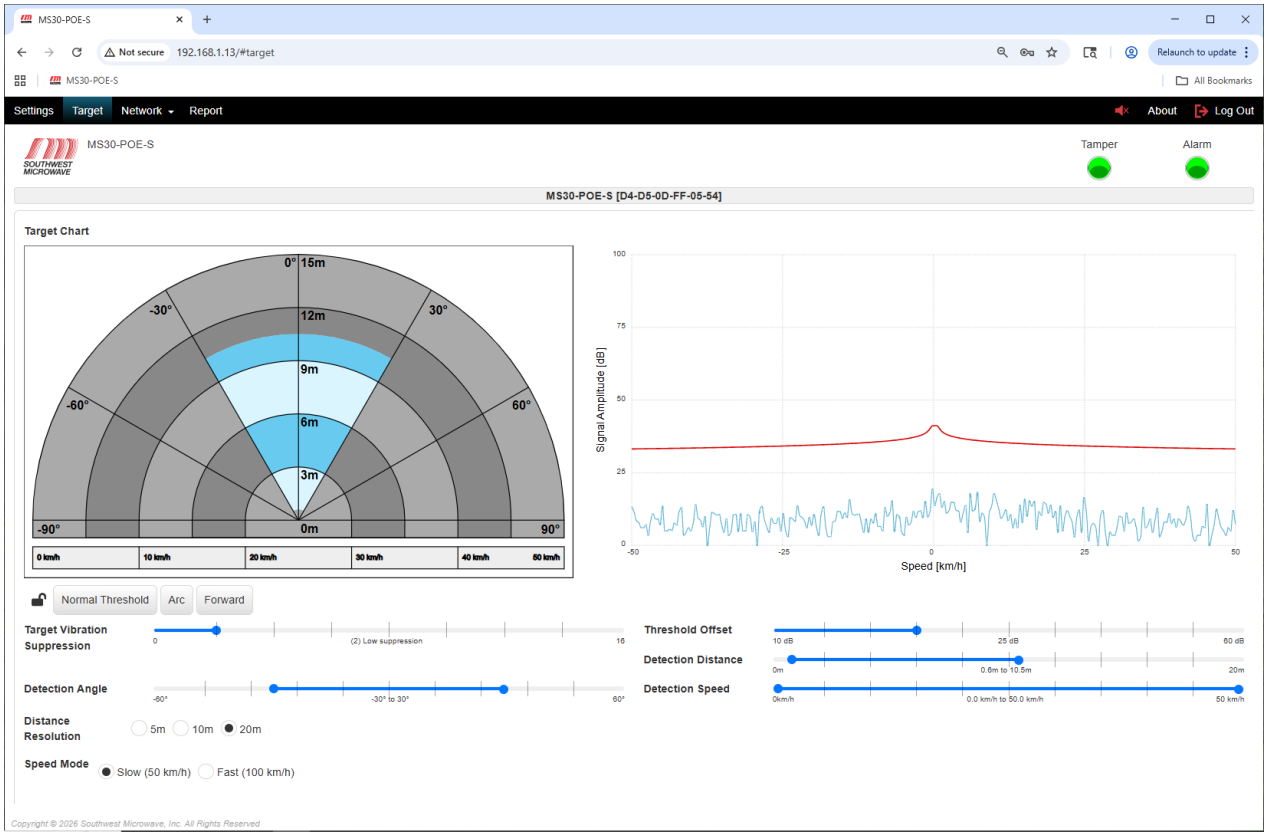
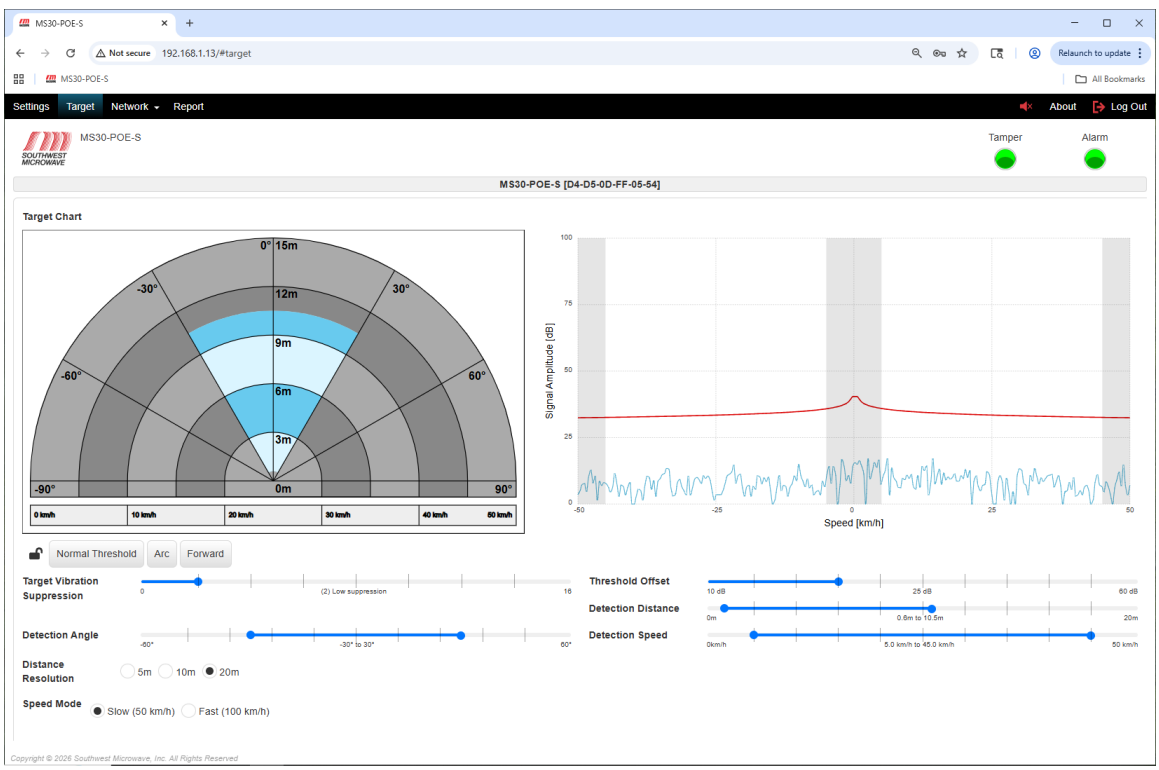
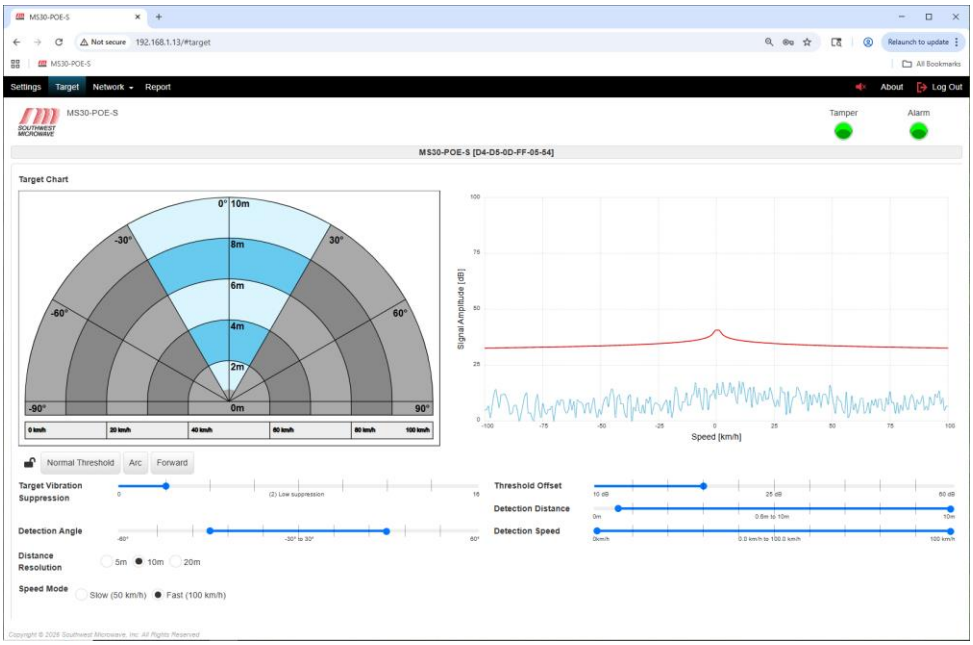

*Figure 10.2 – Target Screen Adjustments*
*Figure 10.3 – Detection Speed Change*
*Figure 10.4 – Distance Resolution Change*
Selecting the "Lock": under the "Target Chart" will open the slide bars to configure the parameters of the system as shown in Figure 10.2.
The Target Vibration Suppression setting is used to suppress small moving or vibrating targets like weeds, tree branches, and fences from causing nuisance alarms. The default setting is 2 (low suppression). It can be adjusted from 0 (no suppression) to 18 (high suppression) as shown in Figure 10.2. *Note: at high suppression settings target detection will be affected*.
The Threshold Offset setting is used to change the sensitivity of the unit. The default setting is 30dB. It can be adjusted from 10dB (most sensitive) to 60dB least sensitive). As shown in Figure 10.2. This setting should be set at the highest dB value to meet detection requirements of the site to minimize nuisance alarms. As the value is changed, the red line on the Signal Amplitude chart will move up or down above the system noise floor. *Note: setting the value at 10dB will make the unit very sensitive and become prone to nuisance alarms. 15dB is usually the lowest setting.*
The Detection Angle setting is used to change the angle of the detection area from 30° to 120° as shown in Figure 10.2. Default is 60°. When changed the blue area of the Target Chart will shift with the new setting. Set the angle to meet site requirements.
The Detection Distance setting is used to change the detection distance range as shown in Figure 10.2. Default is 0.6m to 10.5m (1.97 ft. to 34.4 ft.). The 0.6m (1.97 ft.) setting acts like a null at the radome to prevent nuisance alarms from in close targets like rain. The 10.5m (34.4 ft.) setting is the ideal setting for the range the sensor was designed to detect. Generally, this setting should not be changed and should never be set to greater than 12m (39.4 ft.). The total adjustment range of the slider is 0m to 20m (0 ft. to 65.6 ft.). If the distance is changed, the blue area of the Target Chart will shift with the new setting. Set the distance to meet site requirements.
The Detection Speed setting is used to change the speed of target detection as shown in Figure 10.2. Default is 0.km/h to 50km/h (0mp/h. to 31mp/h).). The speed can be changed to meet site requirements. If the detection speed is changed the Signal Amplitude chart will display gray boxes on the areas that have been changed as shown in Figure 10.3. The Speed Mode has two (2) settings that work in conjunction with the Detection Speed. These are Slow (50km/h) and Fast (100km/h). The default is Slow. When set to Fast the detection speed will change to 0.km/h to 100km/h (0mp/h. to 62.1mp/h).). Set the speed to meet site requirements.
The Distance Resolution setting is used to change the Target Chart distances view as shown in Figure 10.2. There are three (3) resolutions to choose from, 5m, 10m, 20m. When selected the blue area of the Target Chart will change as shown in Figure 10.4. These settings are just for visual viewing of the range and targets on the screen and have nothing to do with detection parameters. If set to 20m remember to adjust the setting to 12m or less.